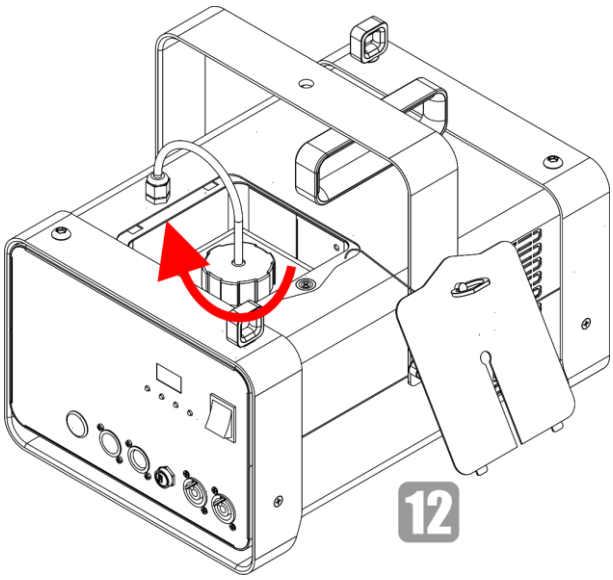

Fig. 30
12) Screw the lid back on the fluid tank, as shown in Fig. 30.